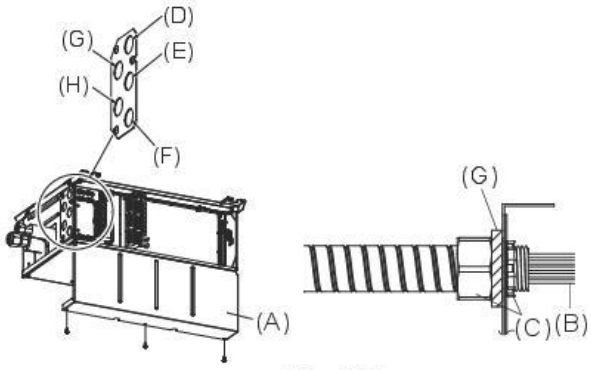

Fig. 8-5
8.3. Lors de l'utilisation d'un conduit de câblage (Fig. 8-5, 8-6, 8-7)